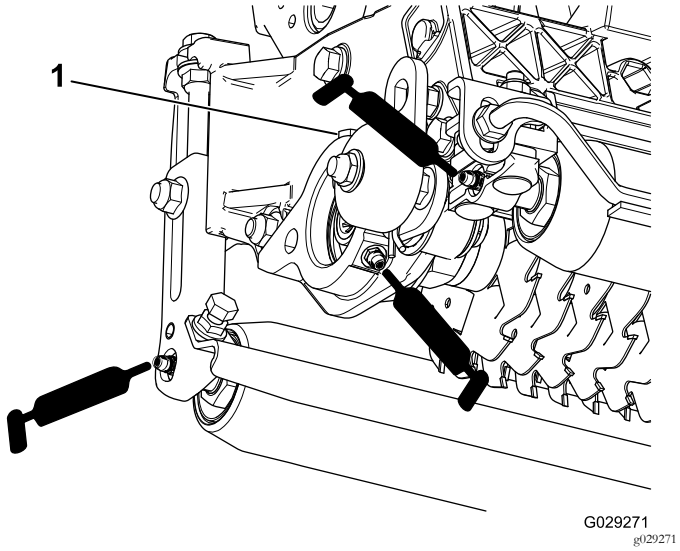

Figura 16
Cada unidade de corte vertical possui 5 bocais de lubrificação (Figura 16) que deverão ser lubrificados semanalmente com massa lubrificante nº 2 para utilizações gerais, à de lítio.
2. Aplique lubrificação até que se veja lubrificante limpo a sair dos vedantes do rolo e da válvula de descarga do rolamento (Figura 16).